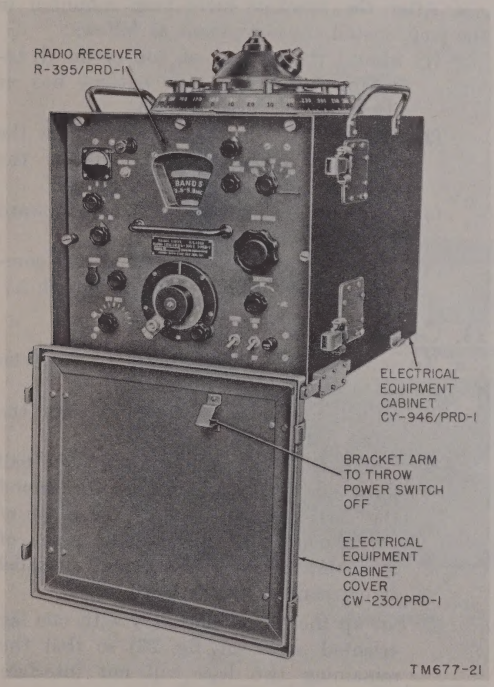

Figure 21. Radio Receiver R–395/PRD–1 housed in cabinet, cover open.
d. Radio Receiver R–395/PRD–1 (housed in Electrical Equipment Cabinet CY–946/PRD–1) is provided with Electrical Equipment Cabinet Cover CW–230/PRD–1 (fig. 21). This cover is mounted at the bottom of the cabinet, on two slide brackets, and may be dropped down (fig. 21), or may be completely removed (fig. 8). The inside cover is provided with a bracket arm which automatically throws POWER switch S104 to the OFF position when the cover is closed.